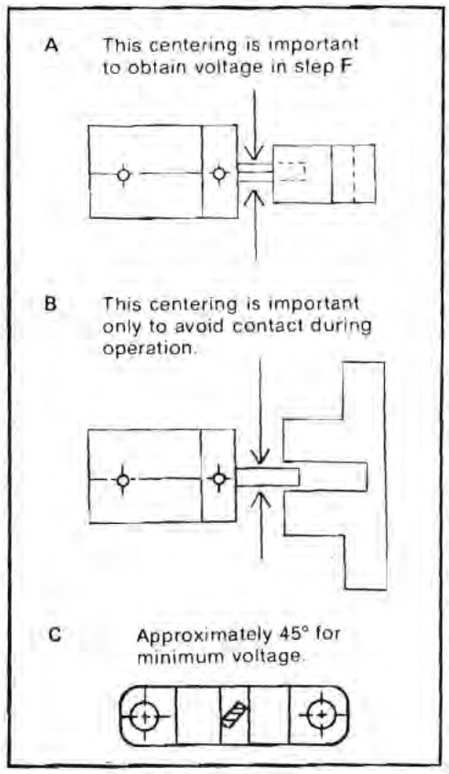

Figure 7-8. Constant Tension Adjustment Procedures.
E. Check that the optical grating is rotating in the center of the opto coupler slot as shown in Figure 7-8 A and B.